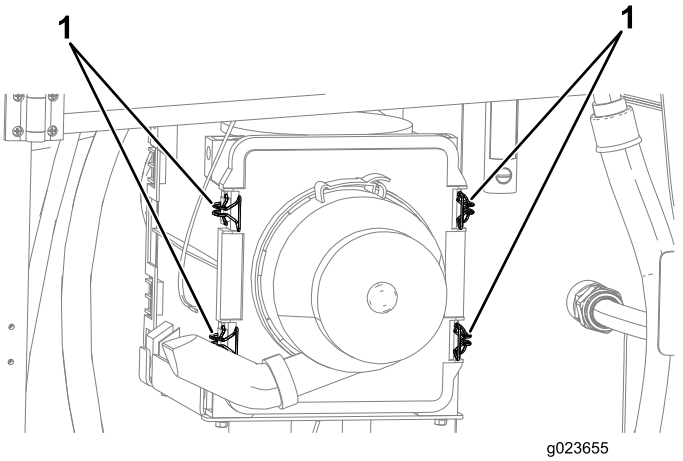

Figure 118
5. Pull the 4 latches for the air-cleaner cover outward (Figure 118).
4. Place air-cleaner cover inward until it is fully seated, and secure it with the latches (Figure 118).